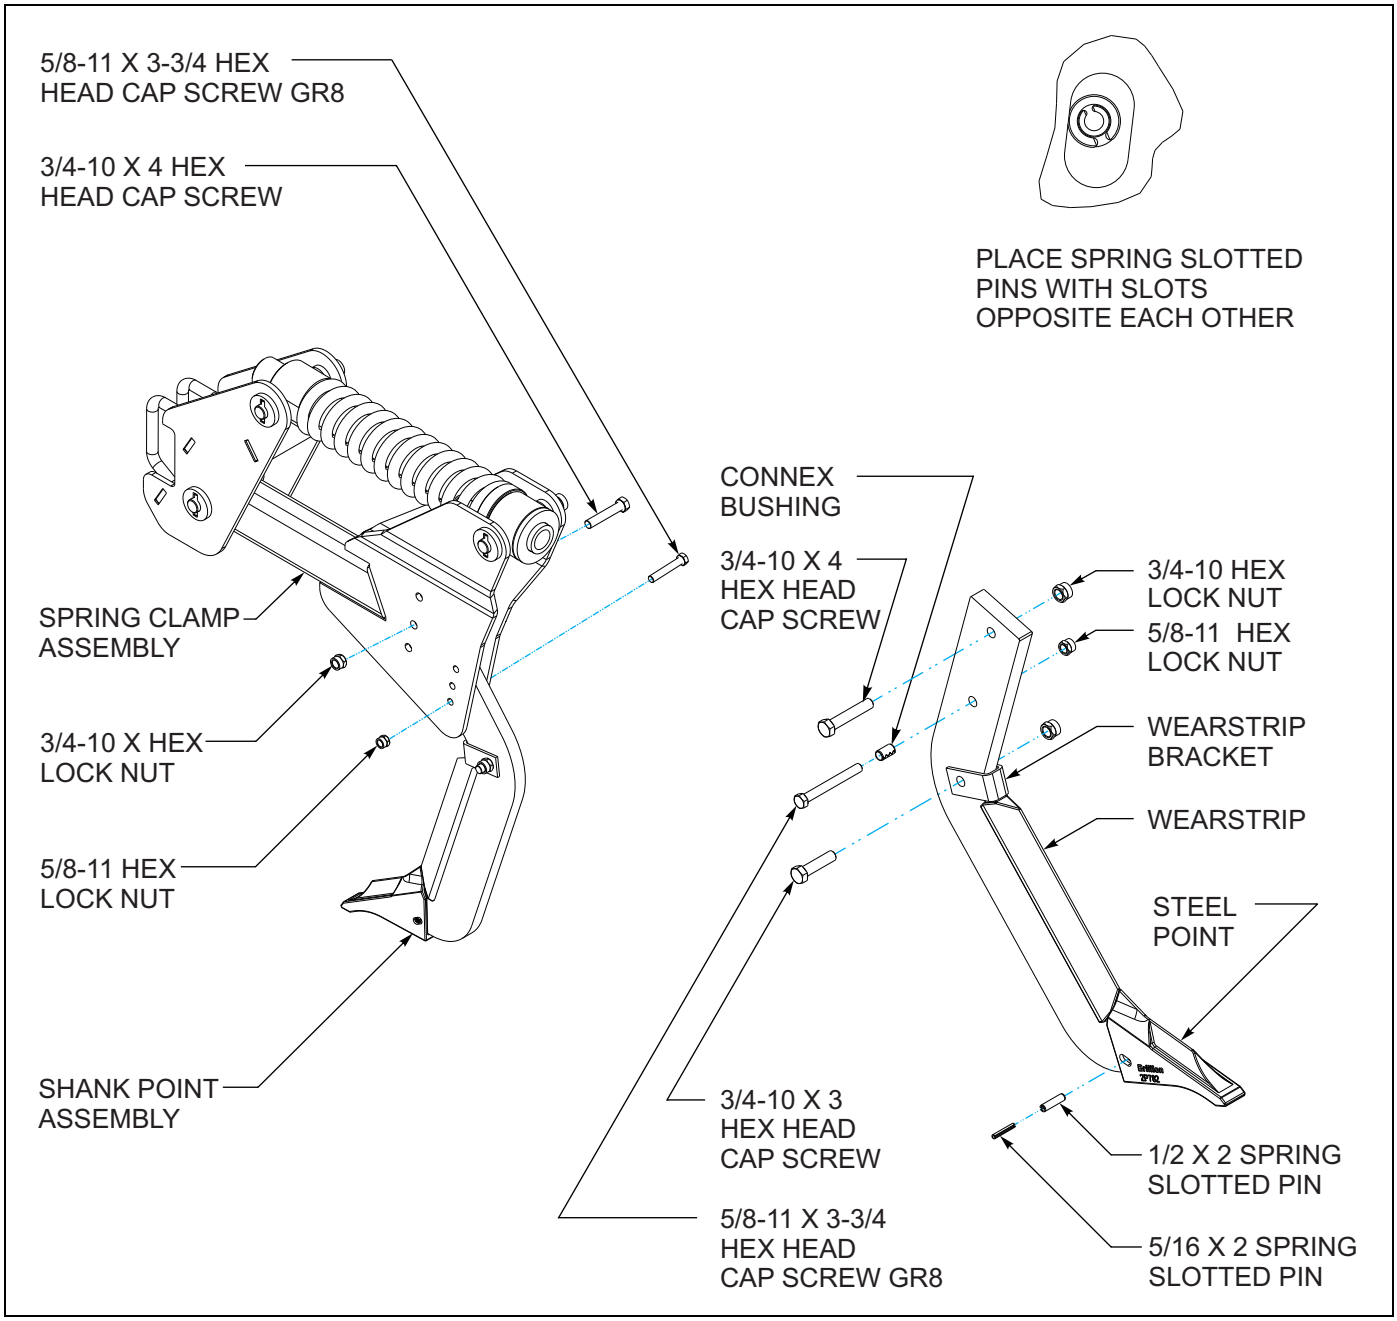

Figure 3-2: Auto-Reset Clamp and Straight Leg Shank Assembly
2. Attach wearstrip to straight leg shank using wearstrip bracket, 3/4-10 x 3 hex head cap screw, and 3/4-10 hex lock nut **(See Figures 3-2 through 3-4.)**